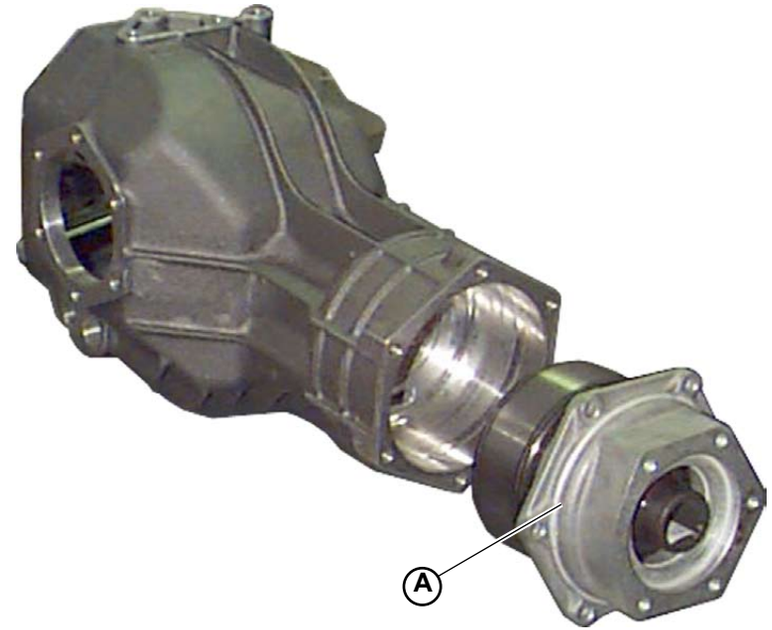

Fig.1
1. Unscrew the mounting screws with washers and remove the flange - viscous coupling assembly (**A-Fig.1**).